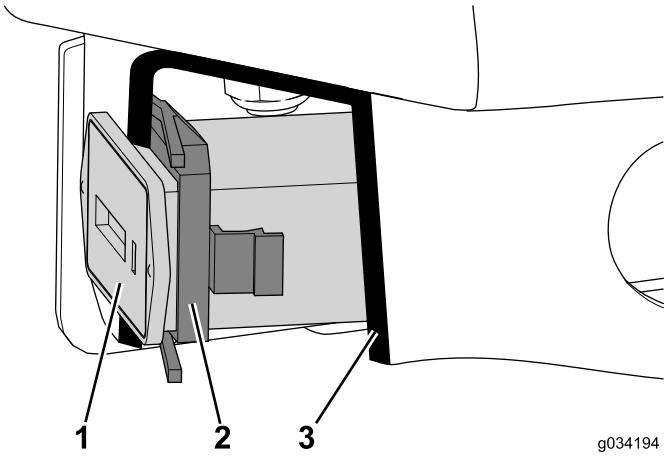

Рисунок 12
3. Снимите с узла консоли держатель, который крепит счетчик моточасов (при наличии) (Рисунок 12).